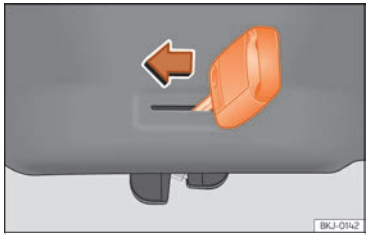

Fig. 58 Detall del maleter: desbloqueig d'emergència.
- Introduïu l'espasí de la clau a la ranura i desplaceu la clau en el sentit de la fletxa fins que el pany es desbloquegi ››› fig. 58.